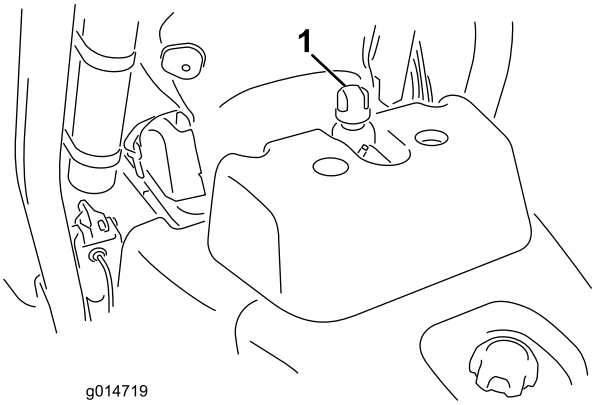

Figur 29
2. Fjern hætten fra beholderen (Figur 29).